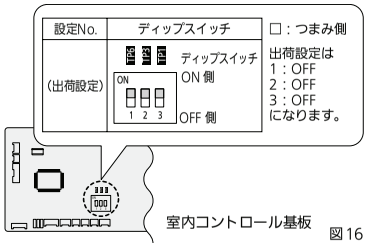

図 16
- 電装ボックスのふたを開き、室内コントロール基板を確認してください。（図 16）